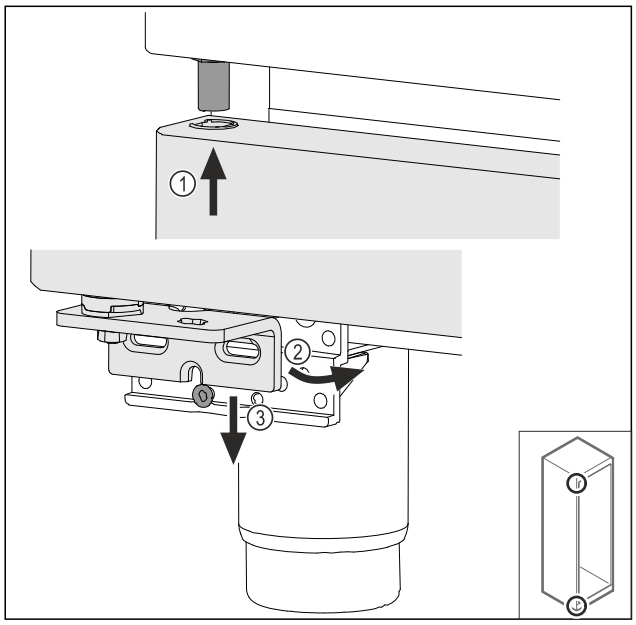

Fig. 66
▶ Așezați pe traseu ușa ușor basculată sus *Fig. 66 (1)*, aliniați dreaptă ușa *Fig. 66 (2)* și așezați jos pe șurubul suportului de lagăr *Fig. 66 (3)*.